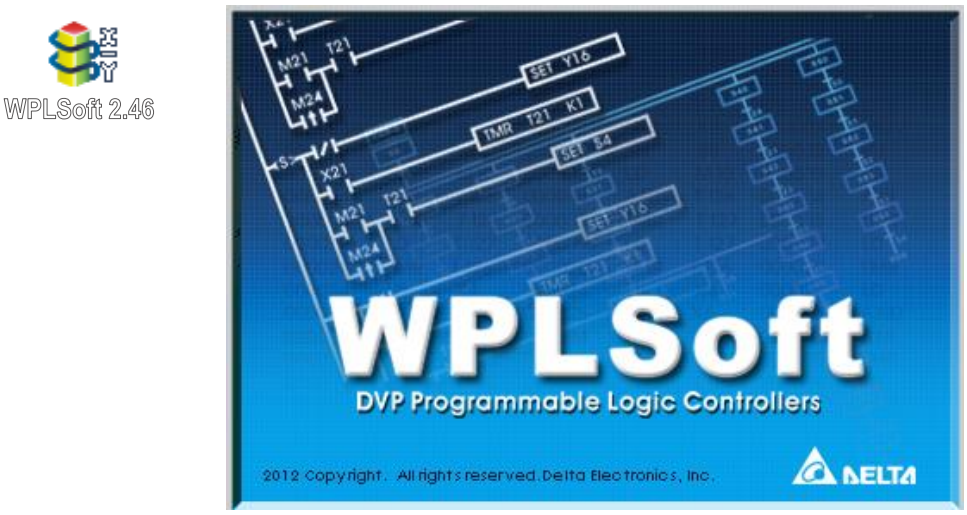

Figure 15-1 (Left: WPLSoft icon; right: WPLSoft starting page)
Step 1. Click on the WPLSoft icon to start the editing software (see Figure 15-1).